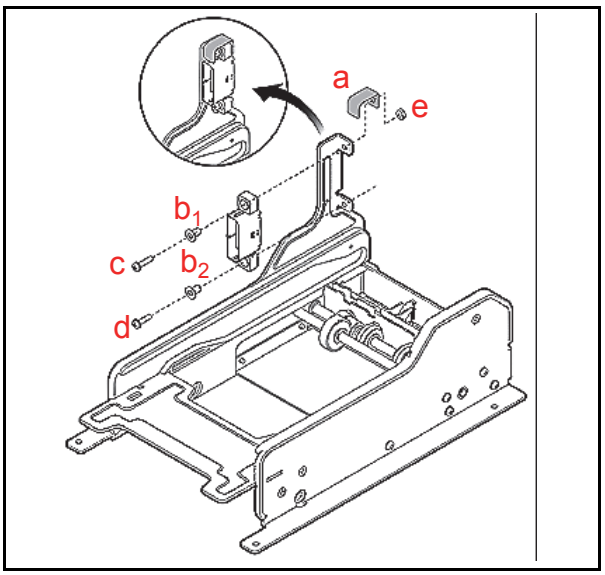

Figure 2-8 Interface Harness Installation Location
1. Install the Interface Harness to the Frame Grounding Plate (FG PLT) (See Figure 2-8 a) using the two (2) Floating Collars (See Figure 2-8 b_1 & b_2), the related single (1) M2.6x12 W Washer Screws (See Figure 2-8 c & d), and the single (1) M2.6 Nylon Nut (See Figure 2-8 e) onto the upper Frame Assembly Bracket. See the Figure 2-8 circled inset to visually see the completed assembly as required.